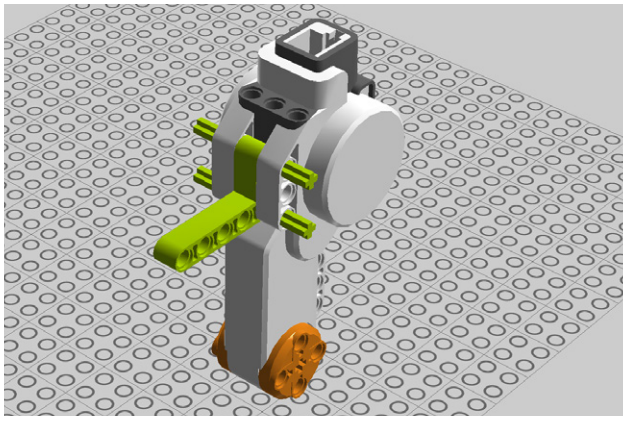

Figure 1-13. *Step 9: Attaching the axles and L beam*
9. Next, let's work on the Drawbot's motors. Slide two 5M axles through the motor's holes, while holding an L-shaped beam in place as you do, as shown in Figure 1-13.